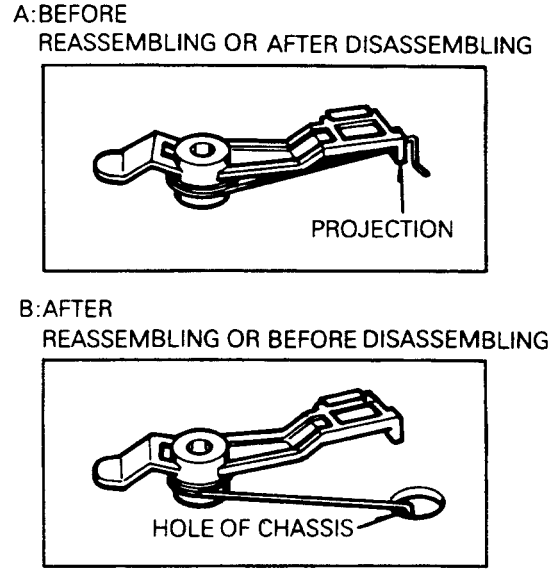

Fig. B-22-2 CAP Brake Assembly
2) Hook the end of Capstan Brake Spring to the projection of Capstan Brake and then remove the Capstan Brake Assembly by lifting it up(Fig. B-22-2).